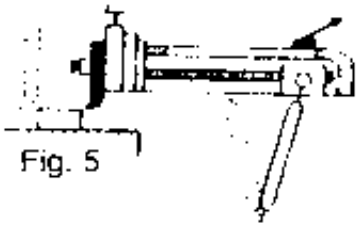

Fig. 5
c. Regule la amplitud de la carrera de trabajo (Fig.5).